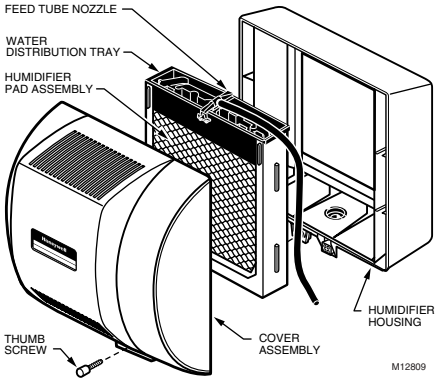

**Fig. 3. Disassembling humidifier.**
6. Disassemble the humidifier; remove the cover and take out the humidifier pad assembly. See Fig. 3.